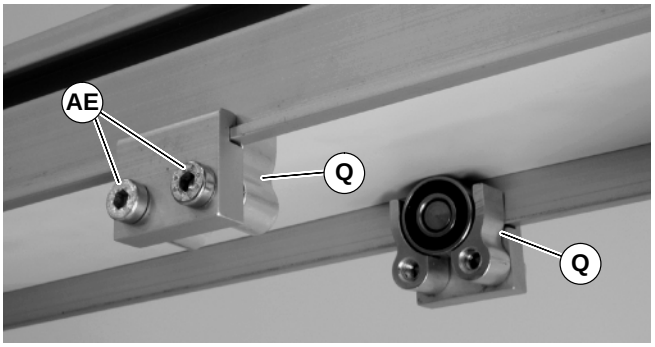

Abbildung 12
3. Die Stützrollenbaugruppen (Q siehe Abbildung 12) wie abgebildet installieren. Die Schrauben (AE) mit 7 Nm festziehen.